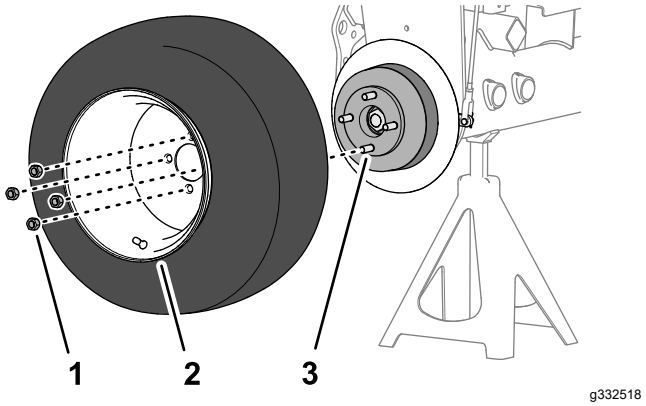

**Figure 63**
1. Retirez les 4 écrous qui fixent la roue avant au moyeu, et déposez la roue (Figure 63).